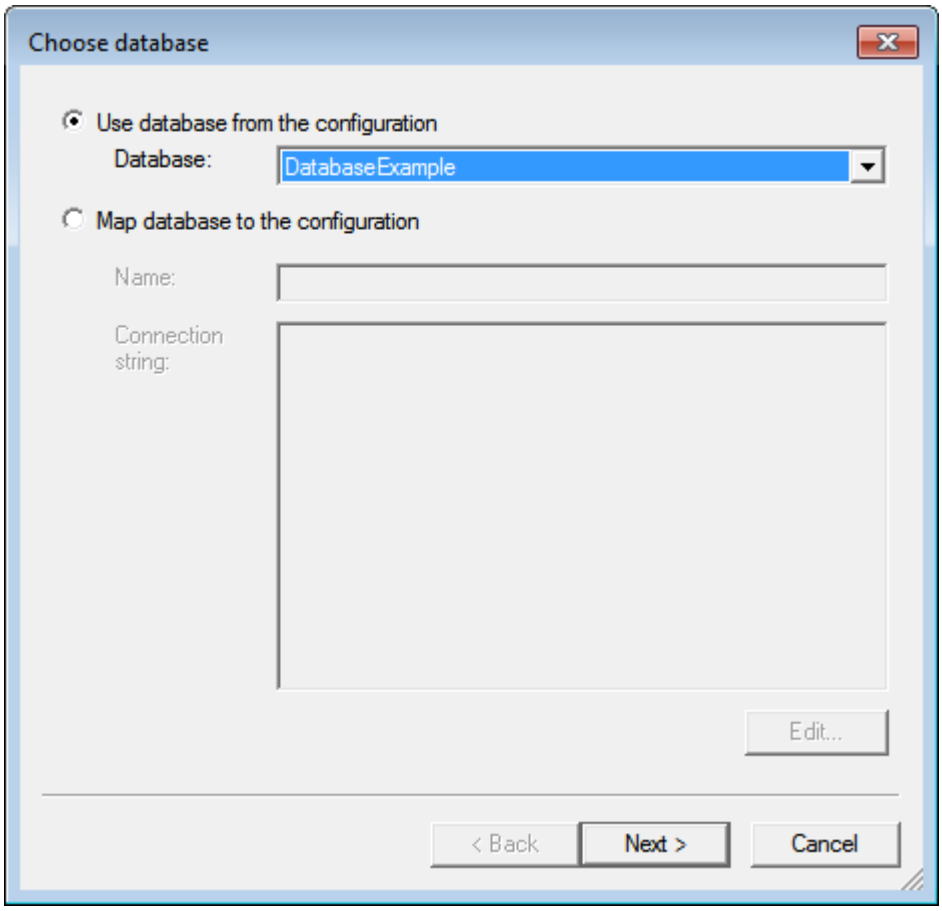

Figure 1: *Starting the wizard – choose using database from configuration or creating connection string to another database*
1. Choosing a database either (**Figure 1**)